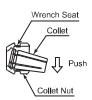

Fig. 5
② The collet and collet nut are secured by a groove in the collet and a flange in the collet nut. To remove the collet hold the collet nut in one hand and push diagonally down on the collet. The collet should be released.(Fig. 5)
③ Install the new collet in the collet nut by positioning the collet in the collet nut and pressing down on a flat surface. (Fig. 5)